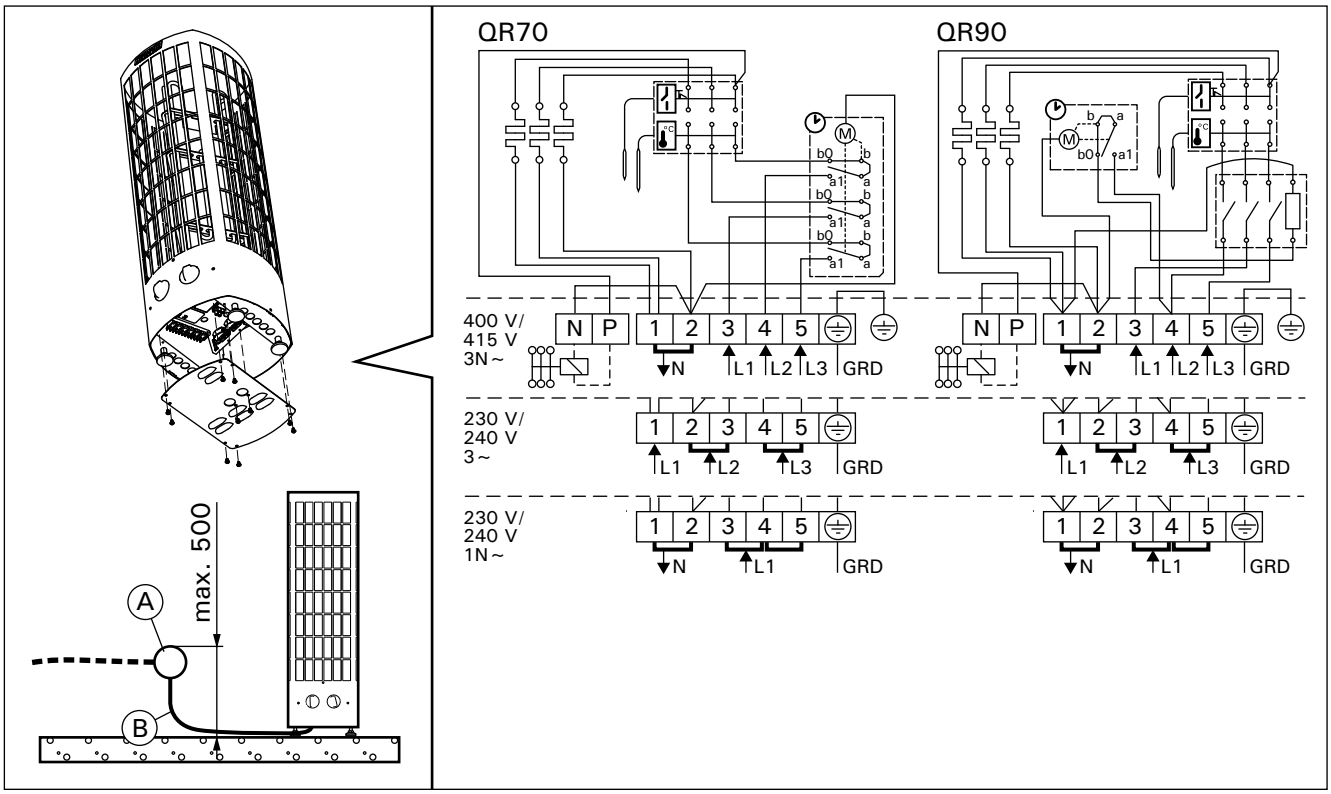

Рисунок 7. Электромонтаж
- Каменка гибким проводом подсоединяется к соединительной коробке (рис. 7: A) на стене сауны. Соединительная коробка должна быть брызгозащищенной и находиться на расстоянии не более 500 мм от пола.
- В качестве кабеля (рис. 7: B) следует использовать резиновый кабель типа H07RN-F или подобный. **ВНИМАНИЕ! Использование кабеля с ПВХ-изоляцией запрещено вследствие его разрушения под воздействием тепла.**
- Кроме клемм питания каменки QR оснащены также клеммой (P), которая делает возможным управление электрическим нагревом (рис. 7). Управляющее напряжение передается от каменки, когда она включена. Кабель управления электронагревом подводят прямо к соединительной коробке каменки и дальше с помощью резинового кабеля, равного по сечению соединительному кабелю, к клеммнику.